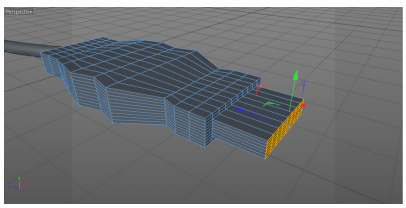

Figure 3-72 *The extruded edge loop*
18. Right-click on the selected polygons of *Computer mouse*; a shortcut menu is displayed. Choose **Extrude** from the shortcut menu; the **Extrude** tool settings are displayed in the Attribute Manager. In the **Extrude** tool settings area, specify the value **10** in the **Offset** spinner and then press ENTER; the selected polygons of *Computer mouse* are extruded, as shown in Figure 3-72.